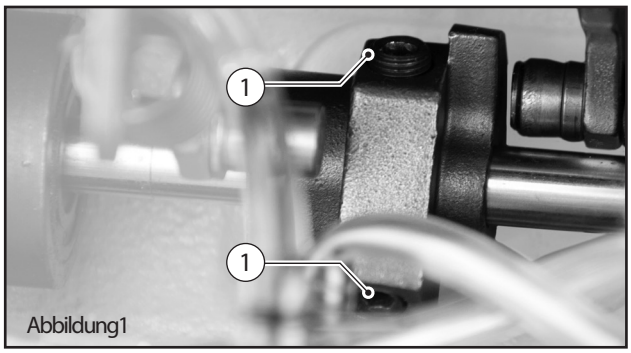

Abbildung1
5. Schrauben (1) (Abb. 1) festziehen.